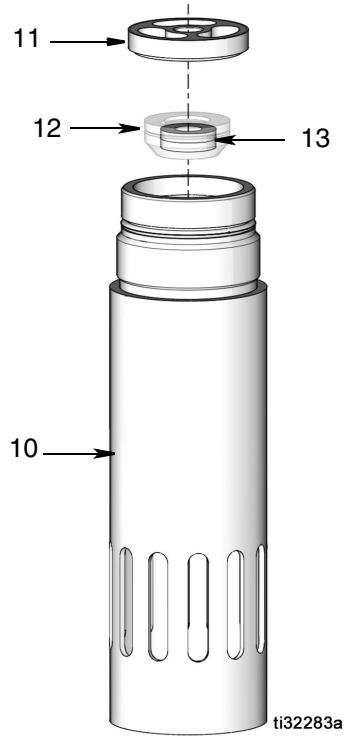

Рис. 8
7. Выкрутите подшипник (11) из корпуса нижнего клапана. Снимите тарельчатый обратный клапан (12) и проверьте уплотнения нижнего клапана (13) (Рис. 8).